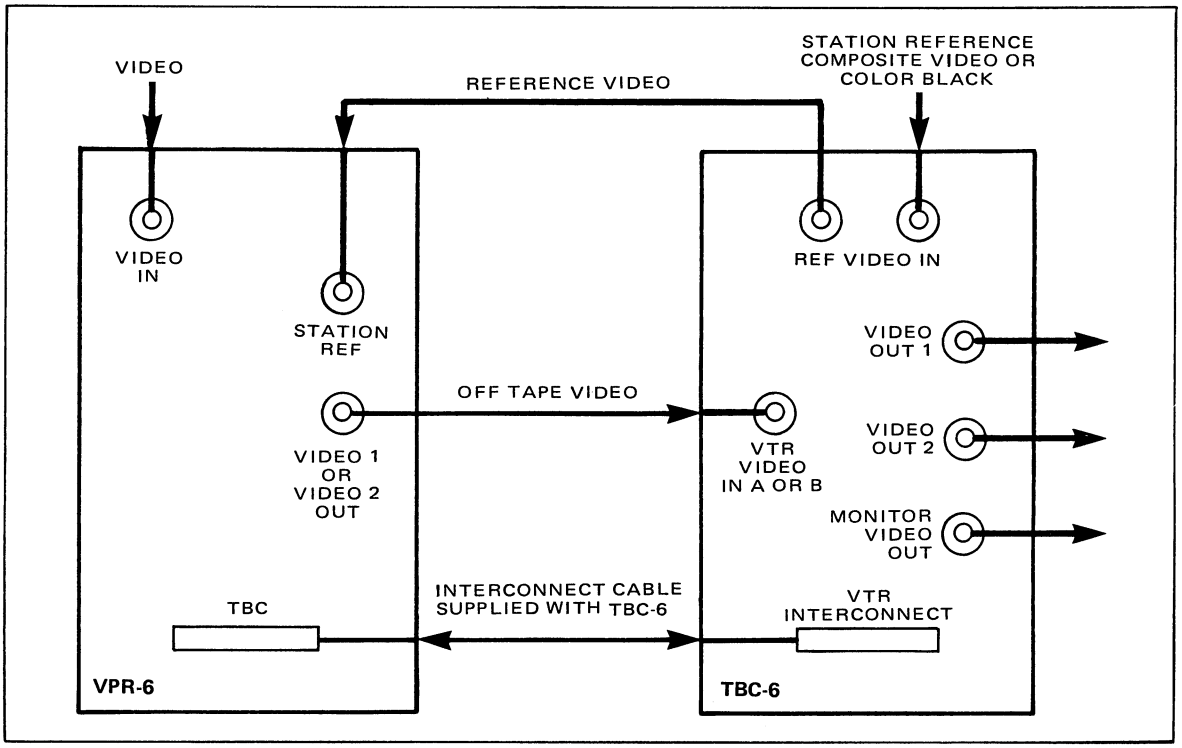

Figure 2-4. TBC-6/VPR-6 Interconnections
STEP 2 Interconnect TBC-6 with VPR-6 as shown in Figure 2-4.